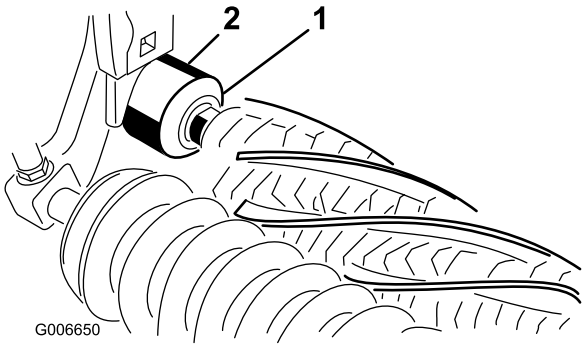

Bild 25
26. Stellen Sie sicher, dass die Dichtungslippe an jeder Abschlussdichtung das Lagergehäuse etwas berührt (Bild 25).